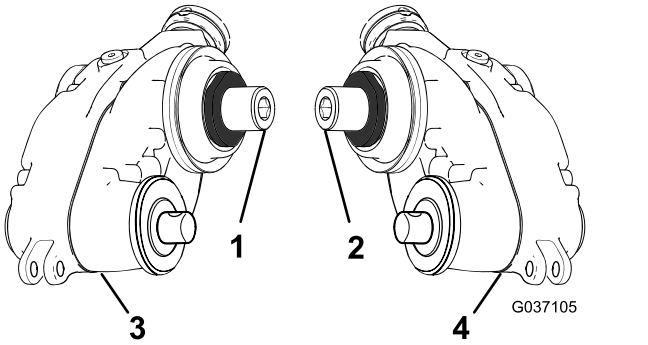

Figur 7
1. Lokalisera trimmardrivningslådorna för höger- och vänsterdrivning. Se Figur 7.